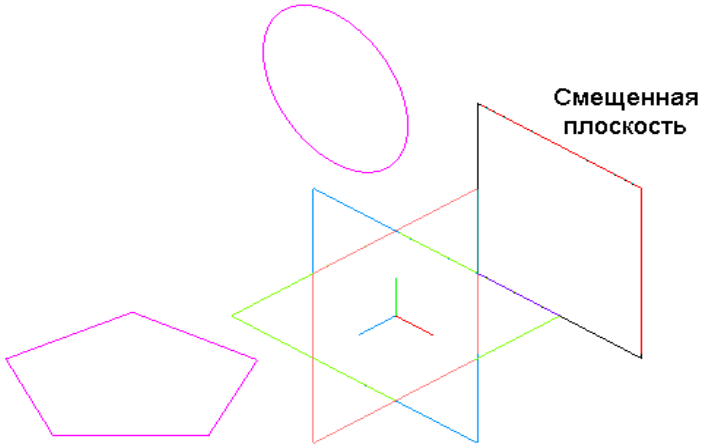

Рис. 5.18.
3.5. Нажмите кнопку **Создать объект** на **Панели специального управления** и прервите выполнение команды. Параллельно плоскости **XY** с эскизом второго сечения Окружность создана смещенная плоскость для построения эскиза третьего сечения (рис.5.18).